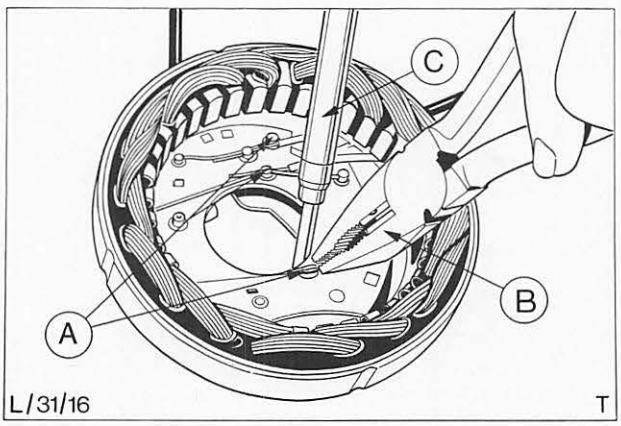

Abb. 27 Anschlüsse – Ständer am Diodenträger verlöten
14. Anschlüsse – Ständer am Diodenträger verlöten (siehe „A" in Abb. 27).
Eine Zange zur Hitzeableitung benutzen (siehe „B" in Abb. 27), um die den Dioden zugeführte Wärme zu reduzieren.